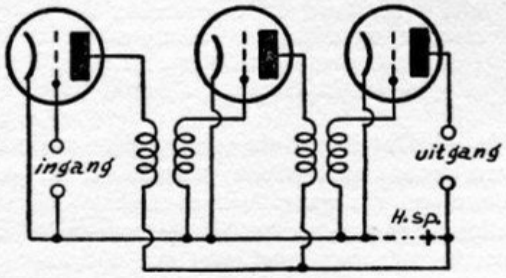

Fig. 48. Voeding van drie lampen door een gemeenschappelijke hoogspanningsstroombron.
W. — In werkelijkheid doet men dat ook. Kijk eens hier (fig. 48): Drie versterkingslampen worden door dezelfde hoogspanningsstroombron gevoed. Hun kathoden zijn met de negatieve pool verbonden en de plaatkringen aan de positieve pool.